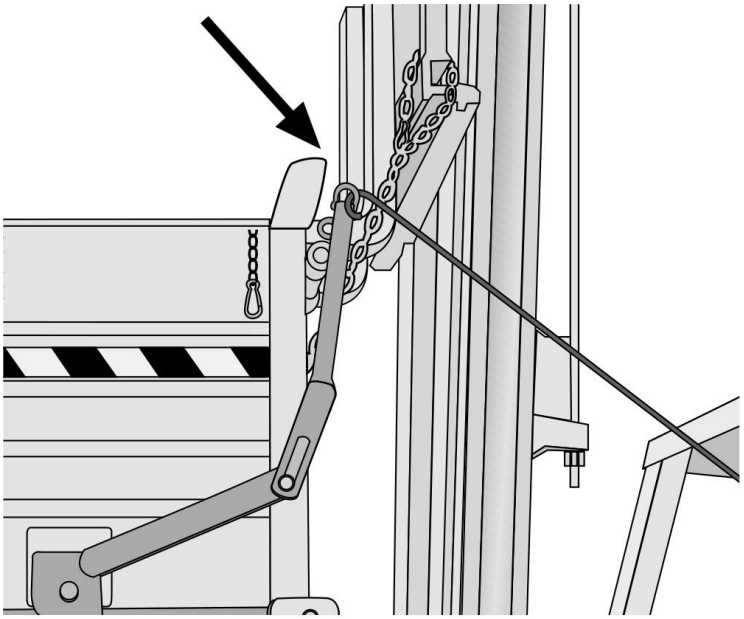

Bild 6.2.6
• 6.2.7 Positionieren Sie das Spanndraht oder die Karte des Auslösehebels auf dem Fahrersitz des Trucks **(Bild 6.2.6)**.